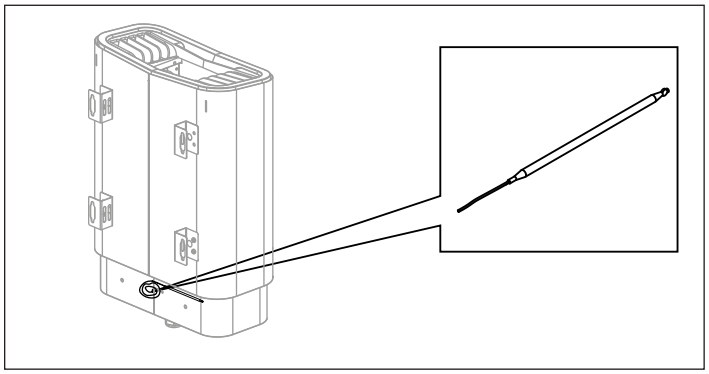
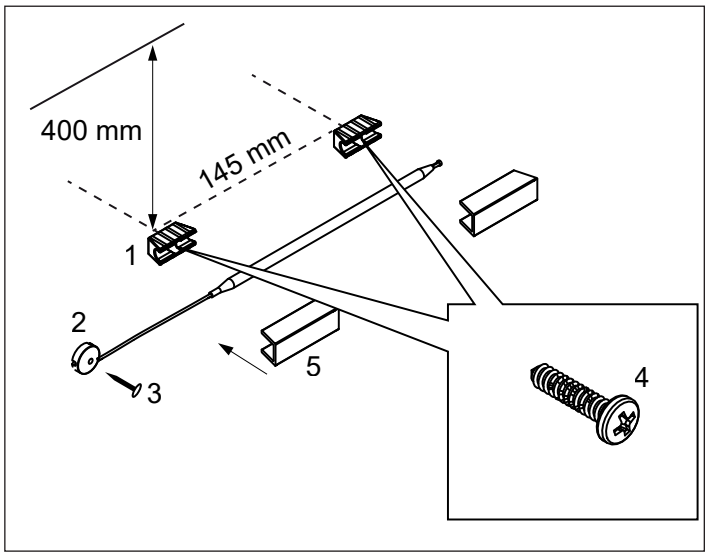

Fig 14: Hitta temperatursensorn
Fig 12: Installera temperatursensorn
Montera temperatursensorhållarna, (se (1) i Fig 12) med de två medföljande skruvarna (4) 400 mm ned från taket och 145 mm emellan.
Skjut in temperatursensorn (hittas på baksidan av aggregatet, se Fig 14) och sätt på profilerna. Fäst kapillärröret med clipsen (2) och dyckerten (3) (se Fig 12).
Vid inkoppling till spänningar eller fas-tal, som inte anges i kopplingsschema (se Fig 14), kontakta Tylö kundservice.